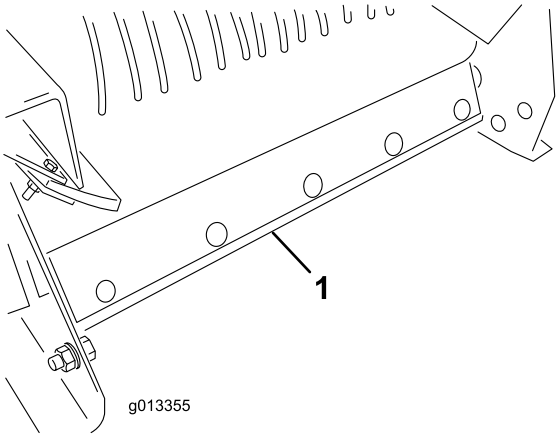

**Figur 56**
5. Fjern transportbåndets skraber fra bagenden af maskinen (Figur 56).